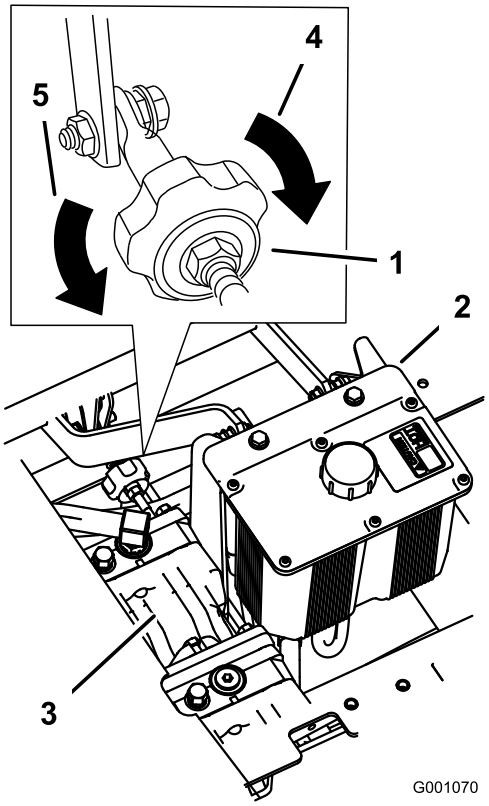

Figur 59
4. Vrid ratten mot maskinens högra sida för att få maskinen att gå åt höger. Se Figur 59.
5. Vrid ratten mot maskinens vänstra sida för att få maskinen att gå åt vänster. Se Figur 59.